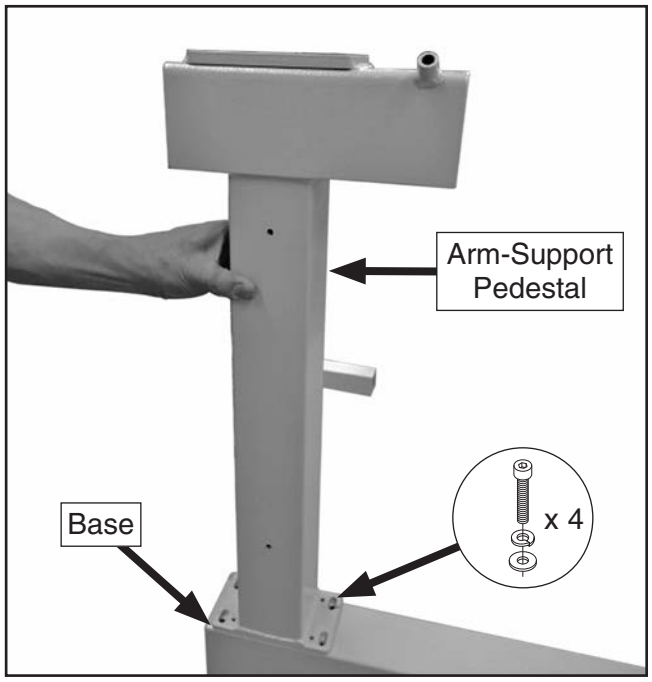

Figure 53. Installing arm-support pedestal.
53. Install arm-support pedestal on arm-support base, using (4) M8-1.25 x 25 cap screws, (4) 8mm lock washers, and (4) 8mm flat washers (see **Figure 53**).